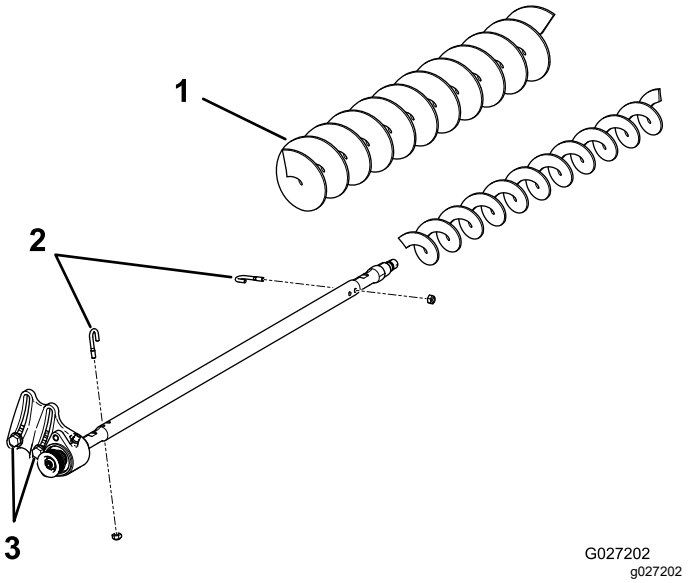

Figur 23
3. Fjern de to J-boltene og mutterne (Figur 23).
4. Før den eksisterende børsten av børsteakselen (Figur 23).
5. Løsne de to boltene, skivene og mutterene som fester drivlagerhuset til lagerhusets monteringsbrakett (Figur 23).
6. Før børsten for høy klippehøyde inn på børsteakselen (Figur 23).
7. Klem børsten fast på akselen med de to J-boltene og mutterene du fjernet tidligere (Figur 23).